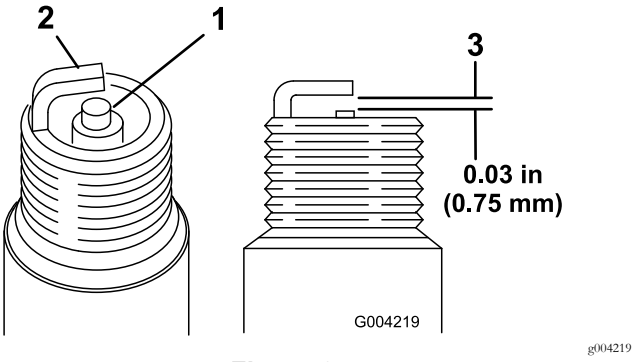

**Figur 50**
1. Se på midten av begge tennpluggene (Figur 50). Hvis du ser en lysebrun eller grå farge på isolatoren, fungerer motoren som den skal. Et svart belegg på isolatoren betyr som regel at luftrenseren er skitten.
2. Sjekk avstanden mellom elektroden i midten og elektroden på siden (Figur 50).
3. Bøy elektroden på siden (Figur 50) hvis avstanden er feil.